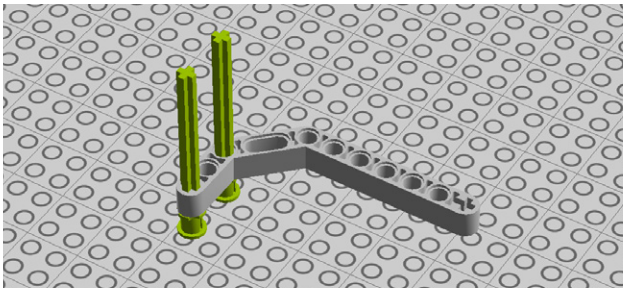

Figure 7-66. *Step 59: Attaching and securing axles to a beam*
59. Let's begin with one of the arm's claws. Add two axles to a double angle beam, then secure the bottoms with bushes as shown in Figure 7-66.